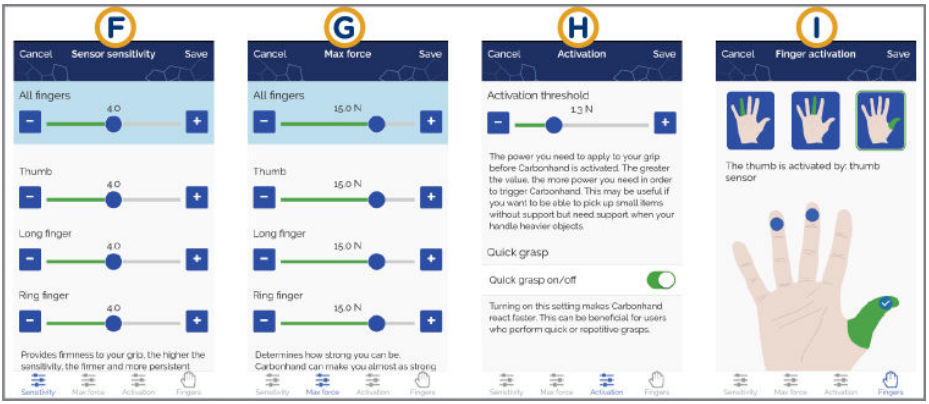

Abbildung 21: Die Carbonhand App. Funktionen, die geändert werden können.
1. Wählen Sie **Sensitivity** (Empfindlichkeit) aus (Abbildung 21 F).
1. Wählen Sie **Max force** (Max. Kraft) aus (Abbildung 21 G).
1. Wählen Sie **Activation** (Aktivierung) aus (Abbildung 21 H).
1. Wählen Sie **Fingers** (Finger) aus (Abbildung 21 I).